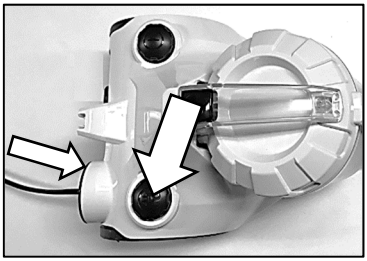

Fig 7
7. **Riavvolgimento del cavo:** tenere la spina ed estrarla; premere il pedale di riavvolgimento del cavo e il cavo di alimentazione verrà riavvolto. Se il cavo non si riavvolge, tirarlo e premere di nuovo il pulsante per riavvolgerlo. Ripetere il processo fino a quando il cavo non viene completamente riavvolto nel dispositivo (Fig 7)